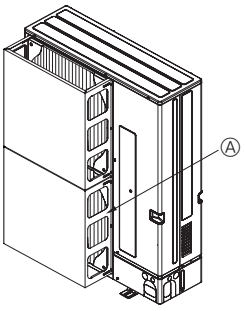

Fig. 2-4
② Installieren Sie eine als Sonderzubehör erhältliche Luftauslassführung, wenn die Anlage an einem Aufstellort installiert ist, an dem die Gefahr besteht, dass starker Wind direkt in die Luftaustrittsöffnung bläst. (Fig. 2-4)